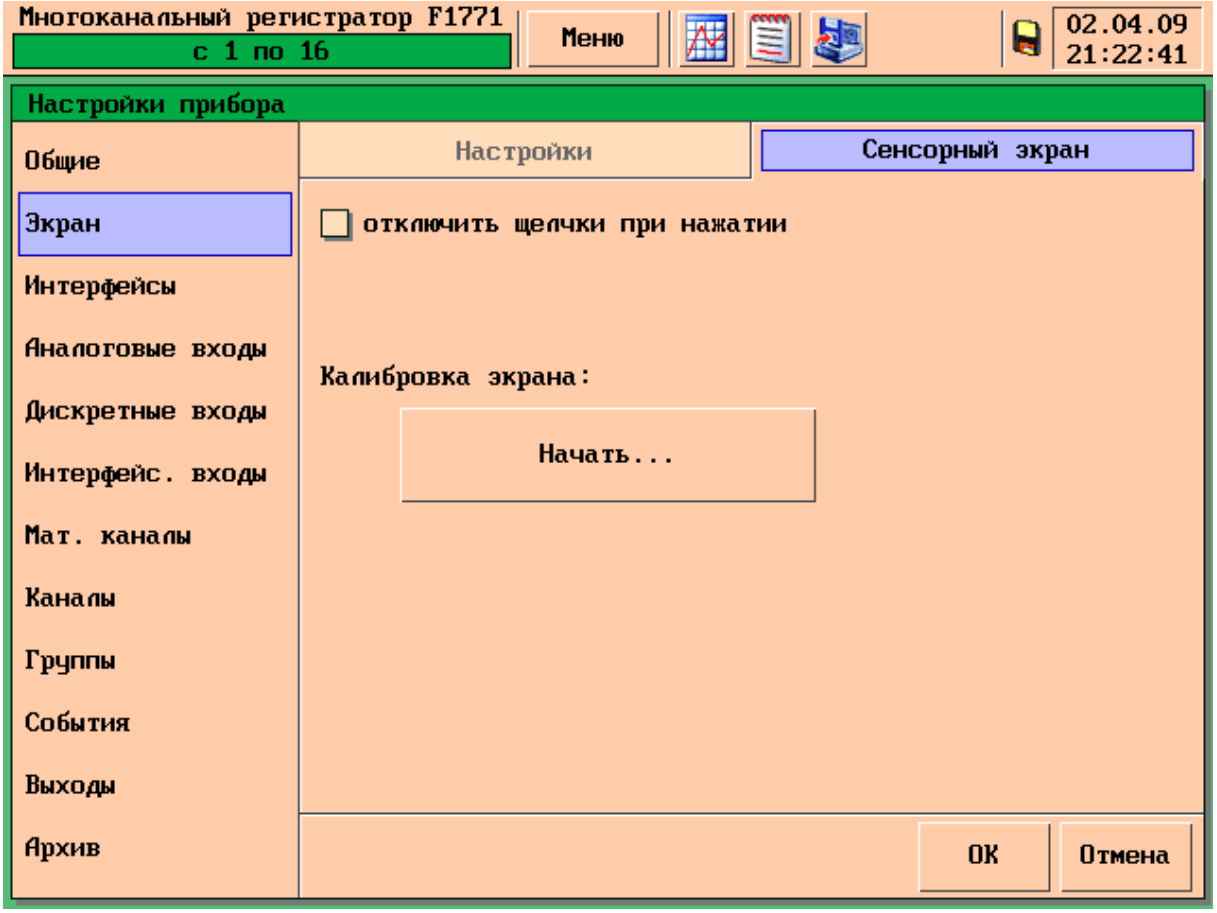

Рисунок 31 – Раздел меню «Экран», вкладка «Сенсорный экран»
5.4.6 Вкладка «Сенсорный экран» раздела «Экран», позволяет производить калибровку сенсорного экрана, рисунок 31.